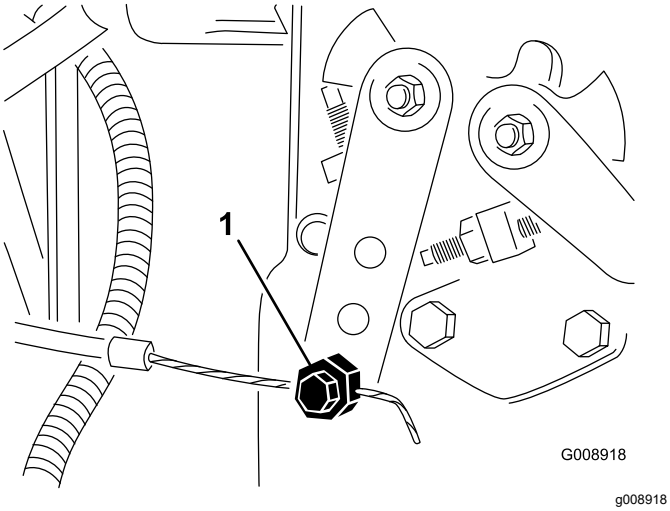

Figur 73
2. Løsne gasskabelkontakten på spaken på innsprøytingspumpen (Figur 73).